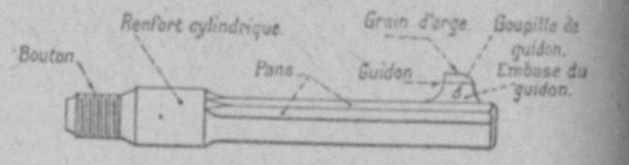

Fig. 2. — Canon.
3. Extérieur (fig. 2) : les *pans*; le *contour tronconique*; l'*embase du guidon*, sur laquelle est goupillé le *guidon* à grain